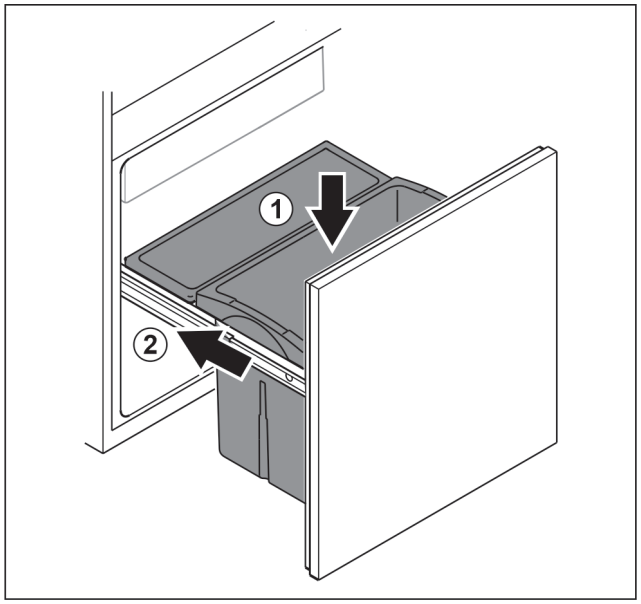

Fig. 154
▶ Introduceți sertarul de sus. *Fig. 154 (1)*
▶ Inserați căruciorul de extragere. *Fig. 154 (2)*